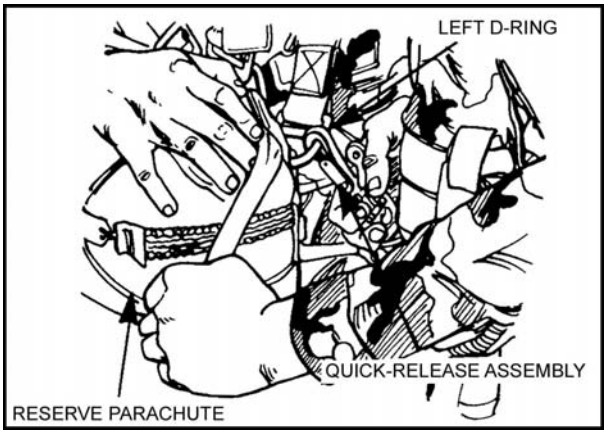

Figure 12-42. DMJP attached.
a. The DMJP is secured to the parachutist by attaching the quick-release assembly to the parachutist's left D-ring as the outermost item (Figure 12-42).